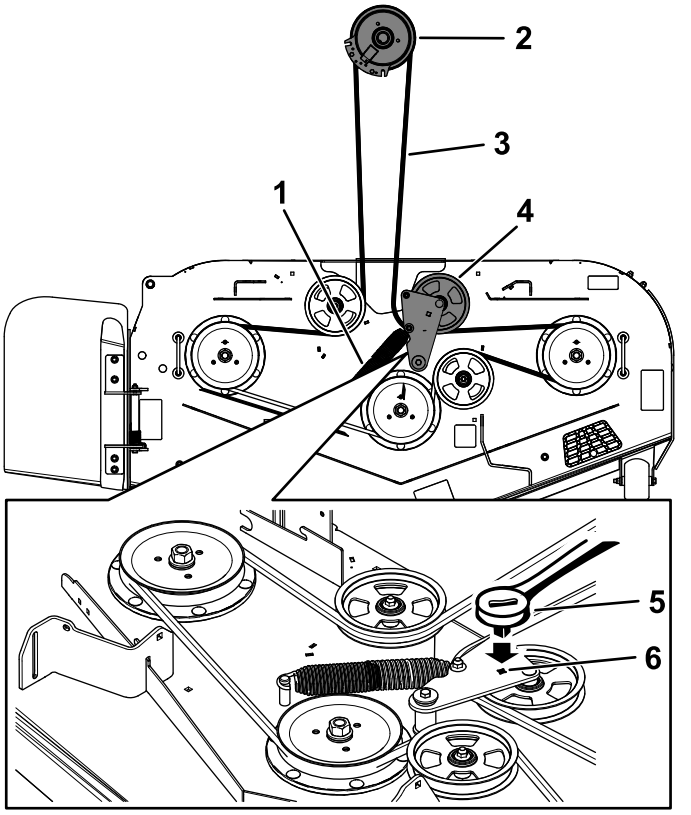

Figuur 60
8. Gebruik een ⅜" ratelsleutel in de vierkante opening in de arm van de spanpoelie om de druk op de veer te verminderen (Figuur 60).
10. Verwijder de riemgeleider op de arm van de veerbelaste spanpoelie (Figuur 60).
12. Bevestig de nieuwe riem rond de poelies van het maaidek en de koppelingspoelie onder de motor (Figuur 60).
13. Bevestig de riemgeleider op de arm van de spanpoelie (Figuur 60).
14. Gebruik de ⅜" ratelsleutel in de vierkante opening en plaats de veer van de spanpoelie (Figuur 60).